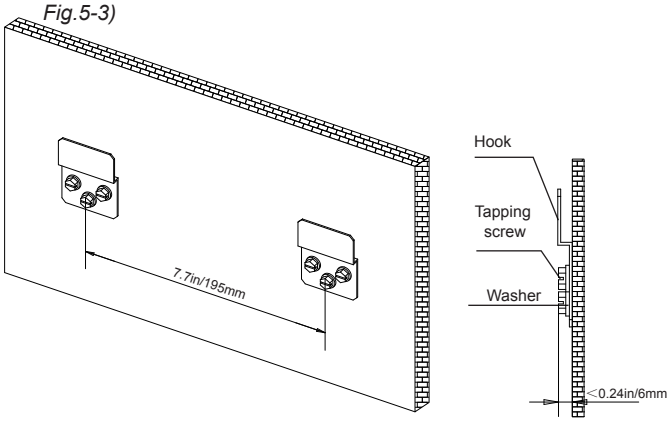

Fig.5-3
- Fix the hook with a tapping screw onto the wall.*(Refer to Fig.5-3)*